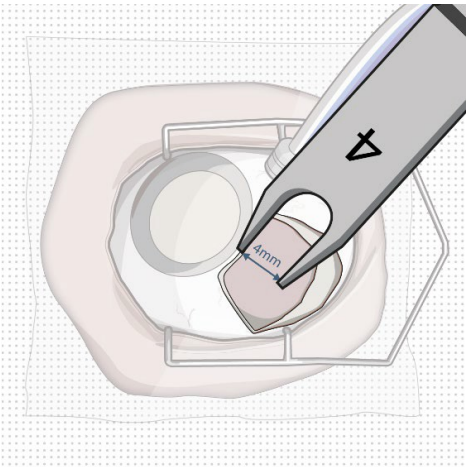

Figure 27
- Mark a location **4 mm** from the limbus using an inked fixed width caliper (or equivalent) at the selected implant location (Figure 27).